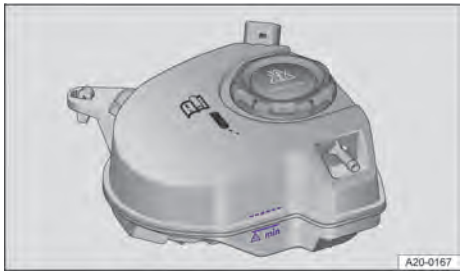

**Fig. 189** En el vano motor: marca en el depósito de expansión del líquido refrigerante del motor (representación esquemática).
1. Con el motor frío, compruebe el nivel del líquido refrigerante en las marcas laterales del depósito de expansión → fig. 189.
4. El nivel del líquido refrigerante deberá encontrarse entre las marcas del depósito de expansión → fig. 189.